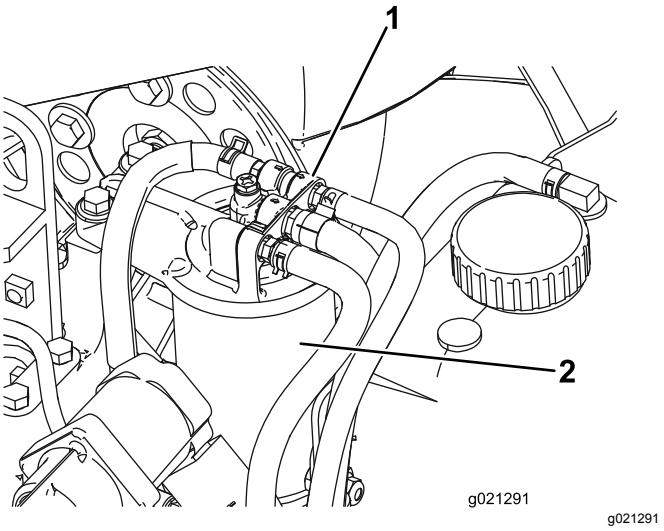

Figur 78
1. Rengjør området rundt motordrivstoff-filteret (Figur 78).
2. Fjern filteret og rengjør hodemonteringsoverflaten (Figur 78).